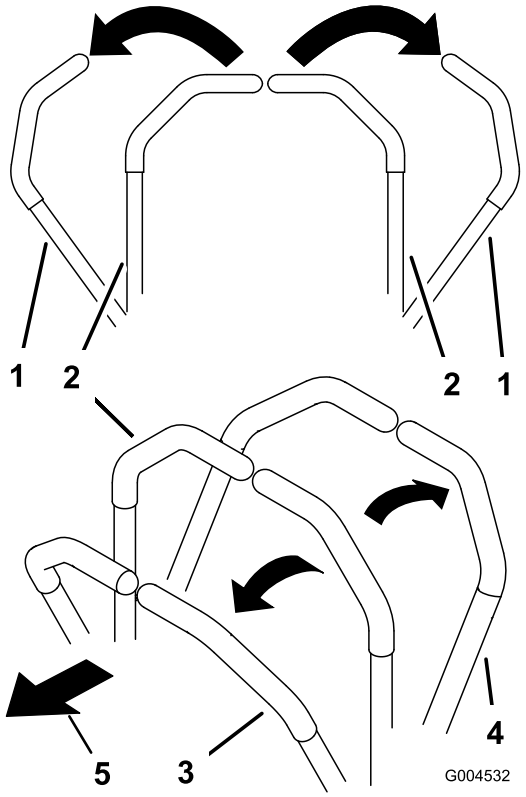

Figuur 17
2. Om vooruit te rijden, duwt u de rijhendels langzaam naar voren (Figuur 17).
Om in een rechte lijn te rijden, moet u gelijke druk uitoefenen op beide rijhendels (Figuur 17).
Om te draaien, vermindert u de druk op de rijhendels in de richting waarin u wilt draaien (Figuur 17).